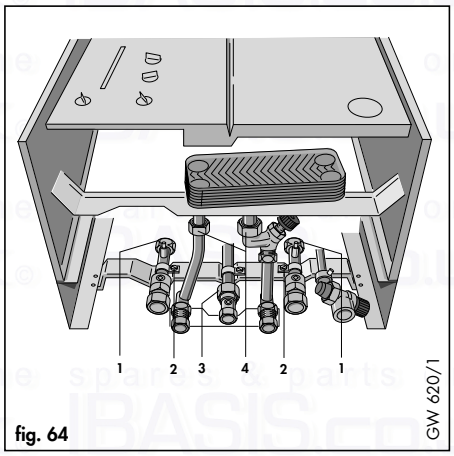

fig. 64
- Disconnect flow and return connections at compression connection above boiler CH service valves (1, fig. 64).and remove two screws securing retaining lug to appliance chassis (2, fig. 64)
- Disconnect gas connection at compression joint on top of gas service valve (3, fig. 64).
- Disconnect domestic hot and cold water connections (4, fig. 64)